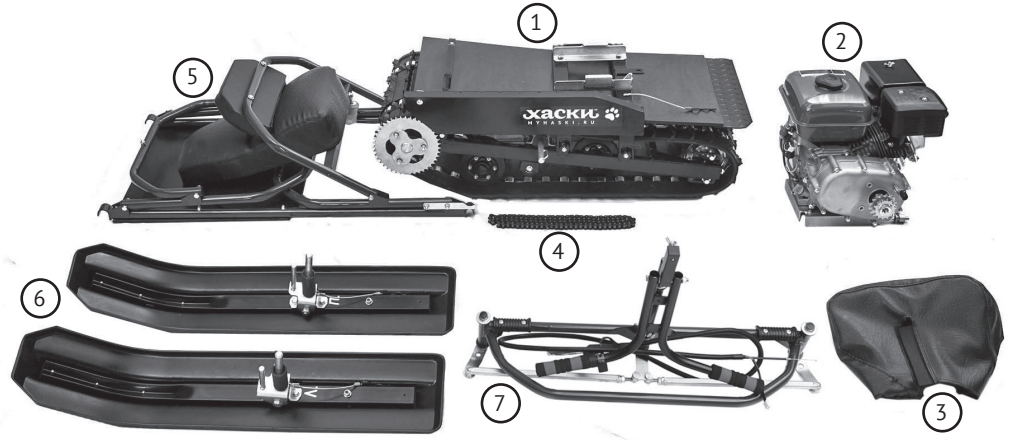

Рис. 1
1.3 Состав изделия и комплектация (*рис. 1*)